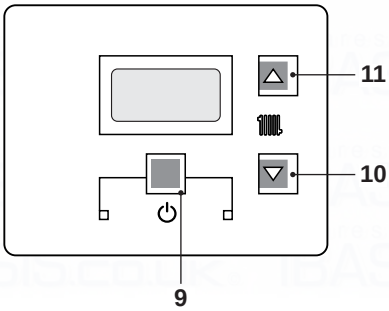
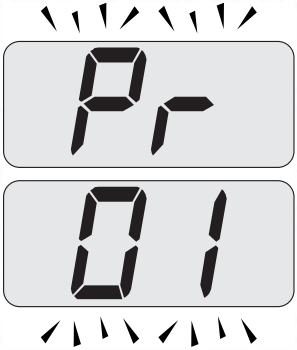
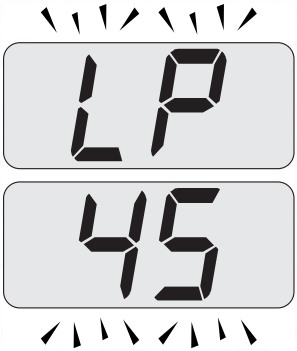

Fig. 9.10
Fig. 9.11
Fig. 9.12
- Enter in "programming mode" by pressing keys 9- 10- 11(Fig. 9.10) for 10 seconds at the same time until the letters **Pr** that alternate with code **01** are displayed on the LCD display, indicating that "parameter 01"(Fig. 9.11) has been activated.
- Press keys 10and 11(Fig. 9.10) at the same time until the LCD display displays the letters **LP** that alternate with the heating water temperature value (e.g.**45**), indicating the activation of the "chimney sweep function" at minimum output (Fig. 9.12).
- Press keys 9- 10- 11(Fig. 9.10) at the same time again to exit the "chimney sweep mode" and return to the previously set boiler status (Fig. 9.15).